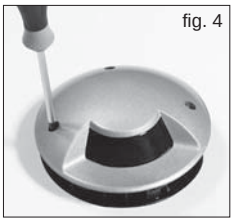

fig. 4
- séparer l'appareil du puits extérieur et le mettre au bord du terrain (fig.4).